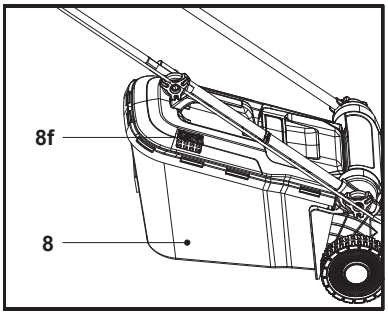

Fig. 10
1. Când trapa (8f) este deschisă, colectorul de iarbă (8) mai are suficient loc pentru iarbă (fig. 10).